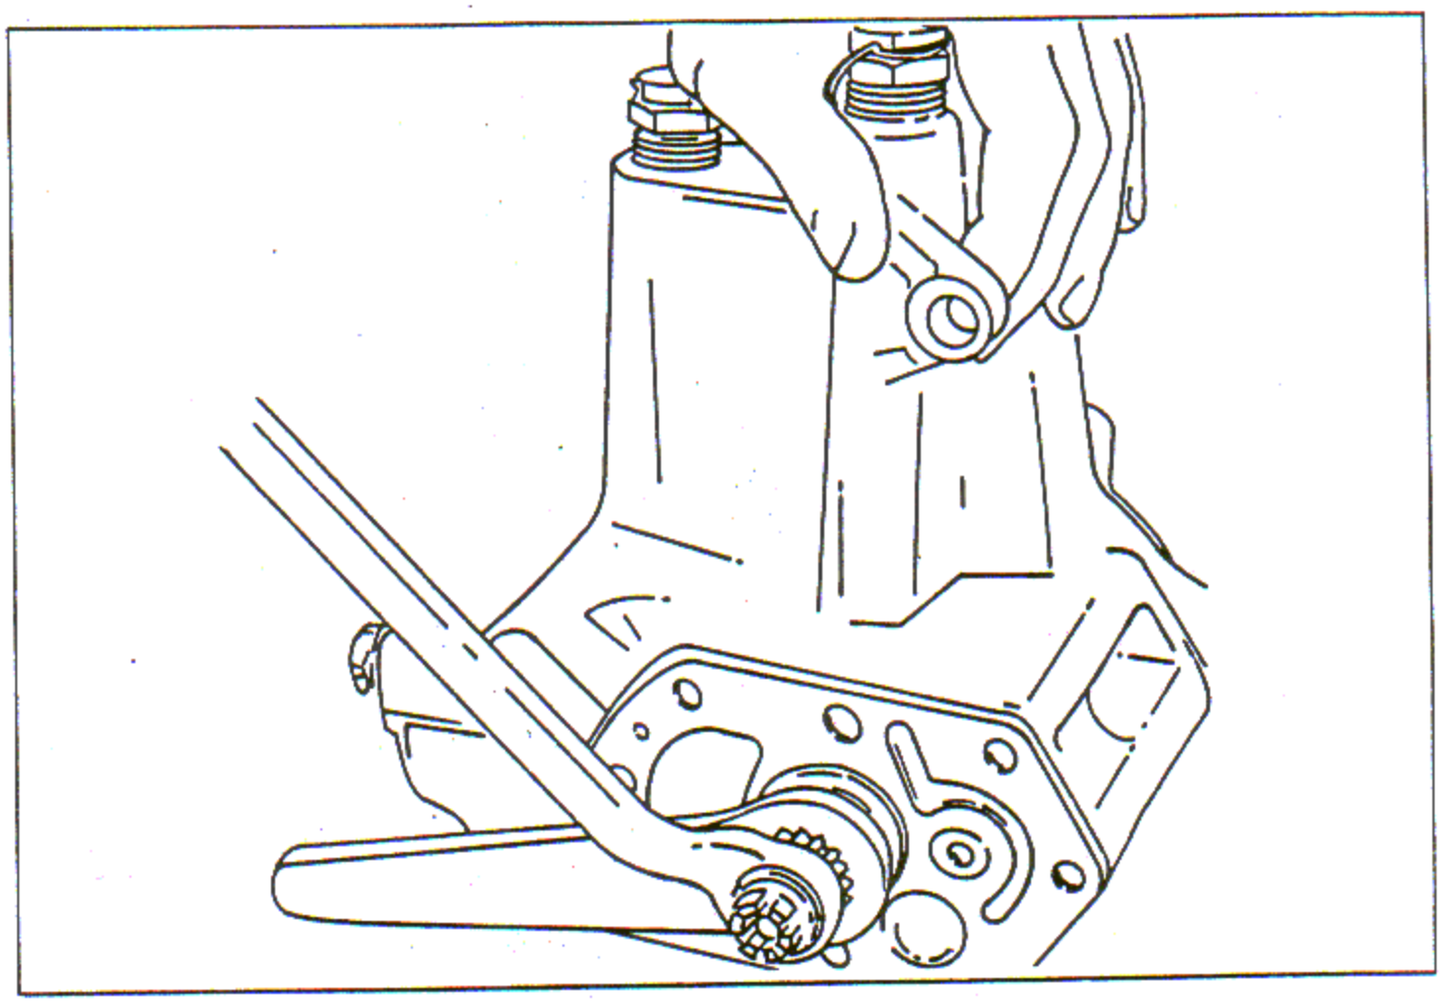

Figure 4-48. Loosening Oil Pump Drive Coupling Nut
b. Remove the cotter pin from the oil pump drive coupling nut. Use wrench to hold the coupling and remove the nut with a suitable box wrench. See figure 4-48. Remove the end plate retaining screw (increased capacity pump only). Remove the pump end plate, gasket, oil scavenge pump drive shaft gears and driven gear.